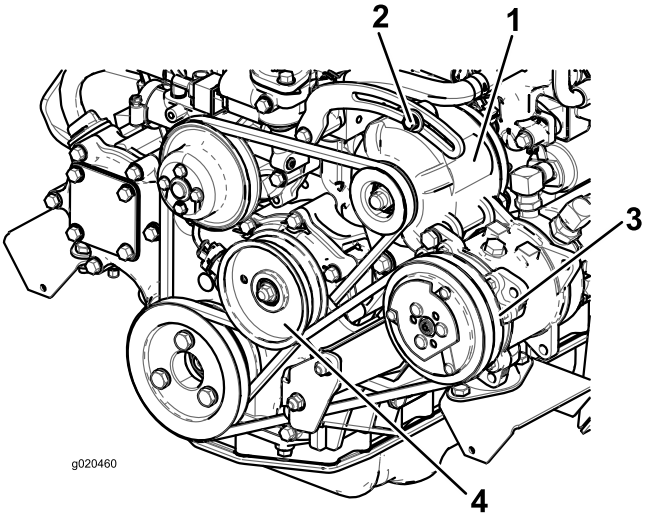

図 69
100 運転時間ごとにベルト図 69の劣化状態および張り具合を点検してください。
2. たわみが10mmでない場合には、オルタネータ取り付けボルトをゆるめる図 69。適当な張りに調整してボルトを締める。ベルトのたわみが適切に調整されたことを確認する。
2. たわみが10mmでない場合には、アイドラプーリ取り付けボルトをゆるめる図 69。コンプレッサベルトの張りを調整し、ボルトを締め付ける。もう一度ベルトのたわみを点検し、適切に調整されたことを確認する。